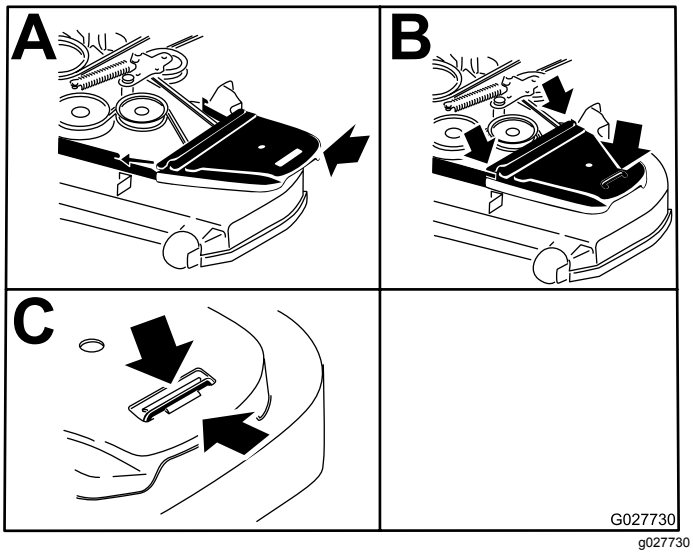

Figur 96
13. Monter remskærmene (Figur 96).